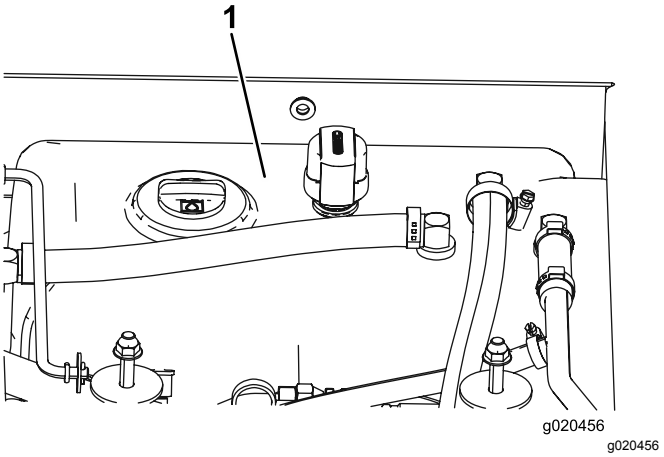

Figuur 78
4. Vul het reservoir (Figuur 78) met hydraulische vloeistof; zie Hydraulische vloeistof controleren (bladz. 62).